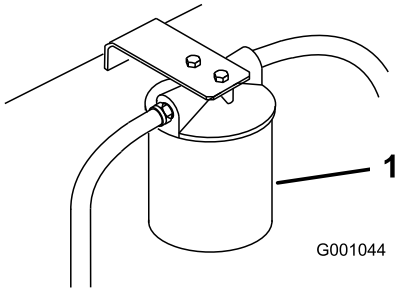

Figur 73
3. Sätt ett tömningstråg under filtret, ta bort det gamla filtret och torka ren filteradapterpackningens yta (Figur 73).